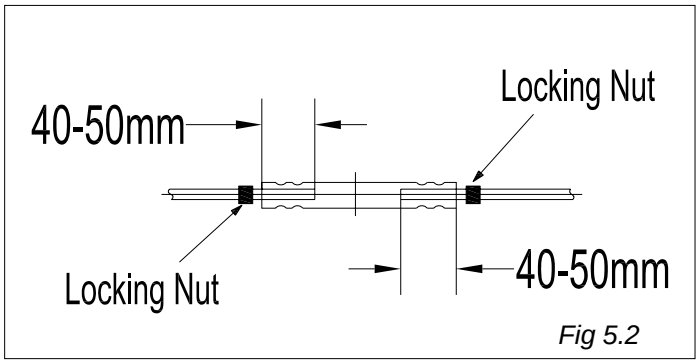

Fig 5.2
5) Screw rod (item N) into adjuster by 40 – 50mm (**See Fig 5.2**). Slide Rod Guides (item F6) from Touchbar or Modular Push Bar Panic Latch fixing pack over the rods. Remove temporarily fitted Pullman latches from door and fit brass ends into Pullman latches.
6) Fully fit both Pullman latches to door with the screws supplied (item J), ensuring alignment with marked vertical centre guideline. To adjust the rods, undo the two Locking Nuts and turn the Adjuster either clockwise or anti-clockwise to obtain the correct operation of the Pullmans. Retighten Locking Nuts. (**See Fig 5.2**).